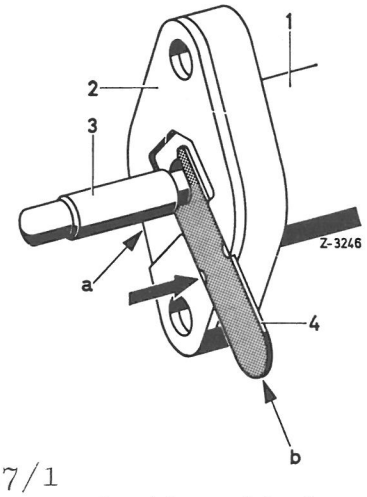

Fig. 25-7/1
Mellem arbejdscylinderen (1)og koblingshuset findes monteret et nylonmellemlag(2),på hvilket der er to flade noter, der løber nedefra og skråt opefter (a) og (b). I noten "a" indføres måleskabelonen på vogne med venstrestyring, mens noten "b" benyttes til hertil på højrestyrede vogne (fig.25-7/1 og 2).
Som det fremgår af fig. 25-7/1 har arbejdscylinderens trykstang to tværsnit. Måleskabelonens gab passer til det mindste af tværsnittene, og hvis kærvmærkerne, når skabelonen indføres i noten, forsvinder i nylonmellemlægget(sorte pil i fig. 25-7/1)befinder trykstangens (3)lille tværsnit sig endnu i målenotens område. Dette viser, at koblingslamellen endnu er i forsvarlig driftstand.